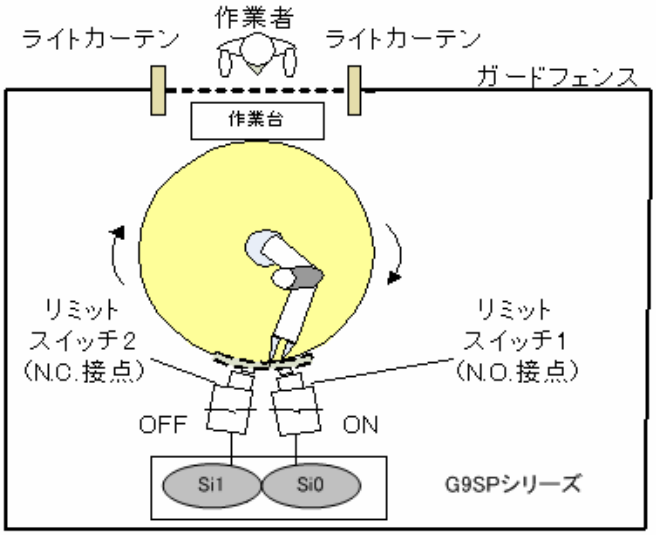

図 2：機械の危険部分が人体の反対側にある状態
2.ロボットアームが回転することにより、図 2 のリミットスイッチ 1 が ON、リミットスイッチ 2 が OFF です。リミットスイッチ 1,2 の Dual Channel Complementary 信号が入力される Muting Signal11 は ON 状態になります。